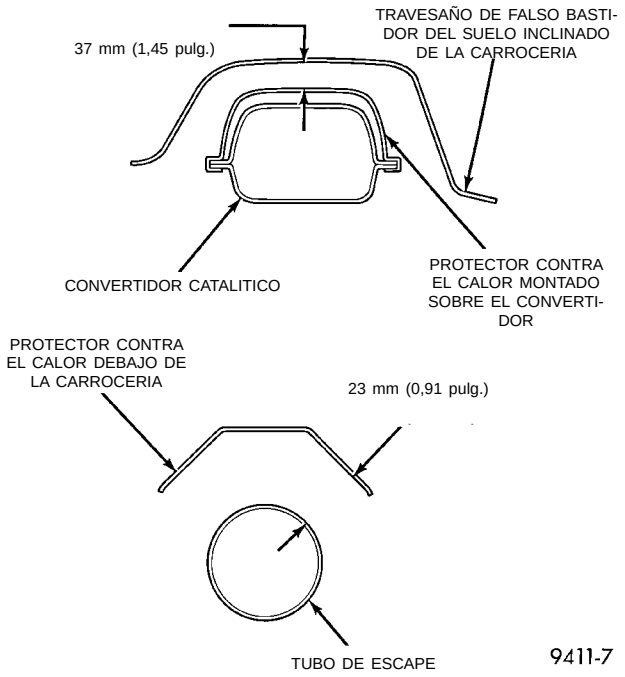

Fig. 9 Luz en el escape
(6) Alinee cada componente para mantener la posición y la luz adecuada con las piezas de la parte inferior de la carrocería y apriete las abrazaderas según las especificaciones (Fig. 9).